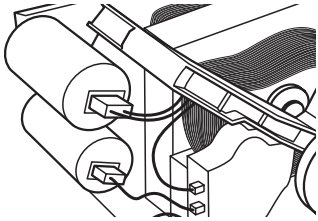

Figure 9c - Condensateurs du moteur.
12. Si le moteur est doté de deux condensateurs attachés, comme illustré à la figure 9c, exécuter la procédure suivante. Dans le cas contraire, passer à l'étape 13. Retirer les condensateurs du moteur et les vérifier : pour retirer chaque condensateur, débrancher son connecteur et dévisser l'écrou à son extrémité (voir la figure 9c). Les connecteurs des condensateurs sont dotés de détrompeurs pour faciliter leur connexion dans le bon sens. Ils sont noirs pour le condensateur de marche et vert clair et gris pour le condensateur de démarrage. Brancher les deux conducteurs pour vérifier l'inductance des condensateurs. L'inductance du condensateur de démarrage doit être comprise entre 189 et 227 μF; celle du condensateur de marche doit être comprise entre 22,3 et 24,7 μF. Appliquer un couple de 9 à 12 Nm pour chacun.